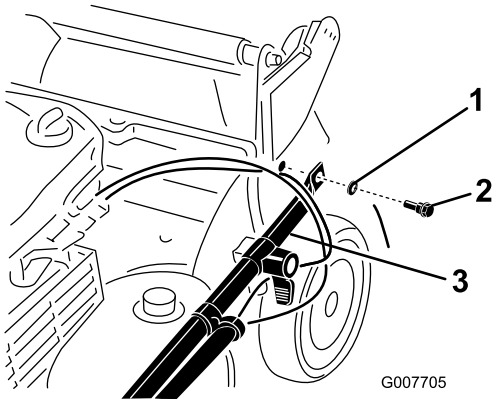

Figur 3
2. Montera handtagsändarna på maskinhuset med de båda brickorna och handtagsbultarna (Figur 3), **men dra inte åt bultarna.**